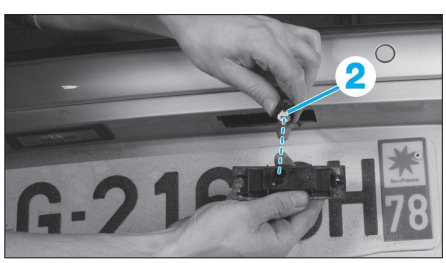

Fig. 168
• Débrancher le connecteur (2) **(Fig.168)**.